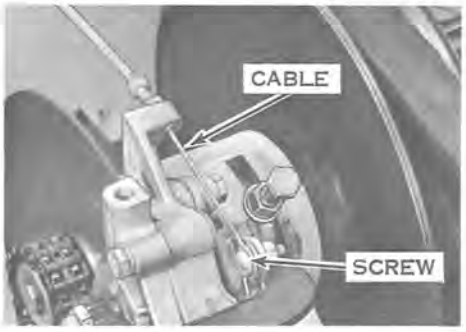

Figure 9-17. (1965)
b. Unhook brake spring. Release brake adjustment screw. Disconnect brake control cable (see Figures 9-17 and 9-18).